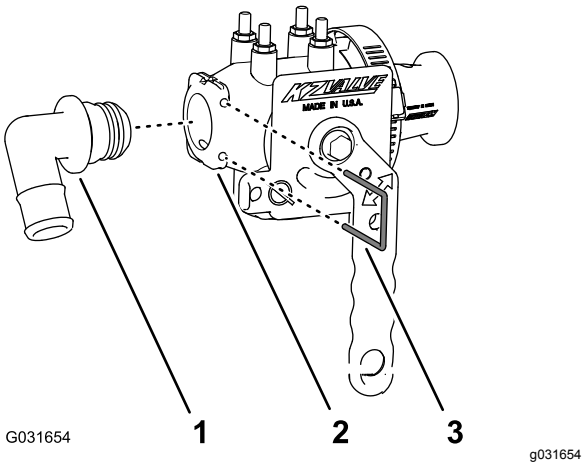

Figur 220
1. Innrett 90°-mothakekoblingen (Toro-delenr. 131-3727) til væskeavstengingsventilen (Toro-delenr. 130-7324) som vist i Figur 220 og sett koblingen med mothaker inn i ventilen til koblingen sitter helt på plass.